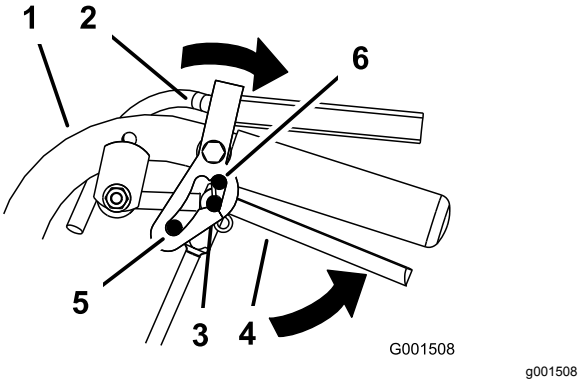

Figur 10
2. Placer tommelfingrene på oversiden af låsene, og flyt dem tilbage, indtil tapperne befinder sig i positionen NEUTRAL (Figur 10).